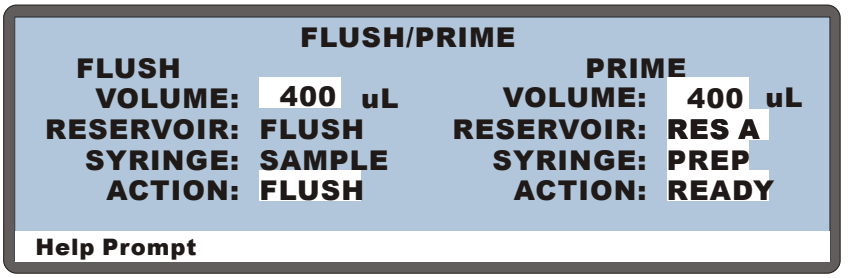

Figure 3-39. Initiating a Manual Flush Cycle
3. Move the cursor to the **ACTION** field and select **FLUSH** (see Figure 3-39).